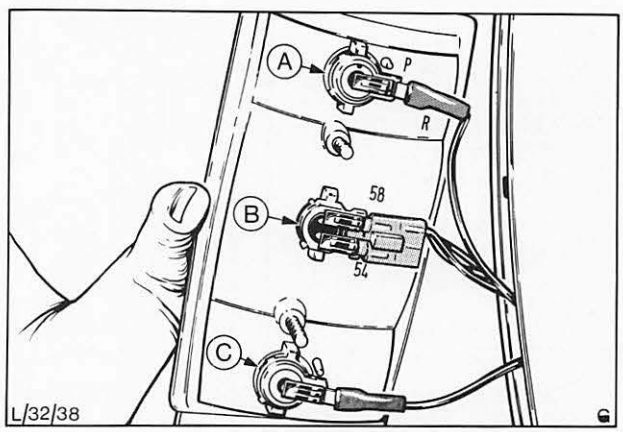

Abb. 21 Rückleuchte ausbauen
4. Kabel von den Glühlampen abklemmen, Abb. 21.